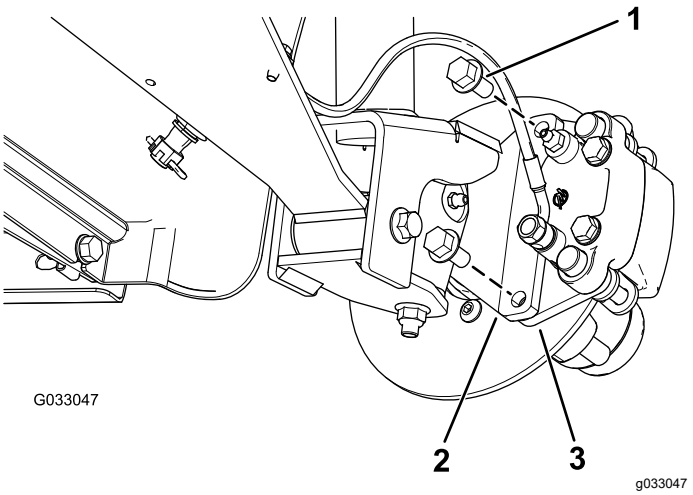
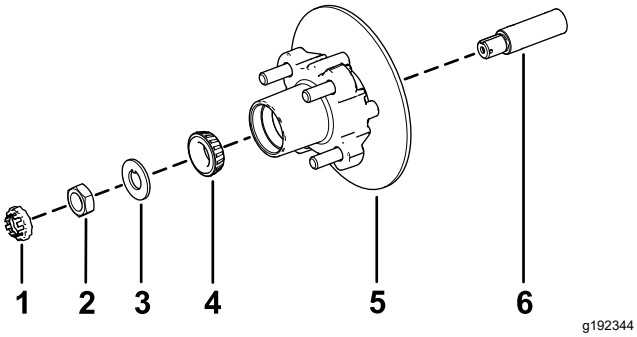

Figur 31
Figur 35
3. Ta bort de flänsskruvar (⅜ x ¾ tum) som håller fast fästet för bromsenheten vid spindeln, och separera bromsen från spindeln (Figur 31).
1. Stryk på ett tunt lager av det angivna fettet på spindeln (Figur 35).
2. Montera navet och rotorn på spindeln med rotorn inåt (Figur 35).
3. Montera det yttre lagret på spindeln och placera lagret på den yttre banan (Figur 35).
4. Montera säkringsbrickan på spindeln (Figur 35).
5. Gänga på spindelmuttern på spindeln och dra åt muttern till 15 Nm samtidigt som du roterar navet för att ställa in lagren (Figur 35).
2. Rikta in bromsklossarna på vardera sidan om rotorn (Figur 31) och hålen i bromsokets fäste med hålen i bromsfästet på spindelramen (Figur 35).
3. Fäst bromsokets fäste på spindelramen (Figur 31) med de två flänsskruvarna (⅜ x ¾ tum).